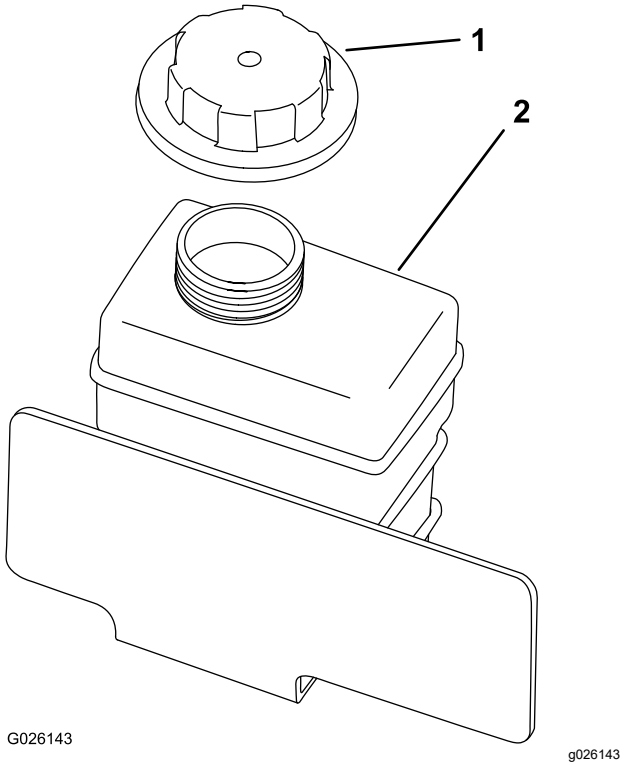

**Figur 55**
8. Fyll långsamt reservtanken för kylvätska tills nivån når påfyllningsrörets nedersta del (Figur 55).
9. Sätt tillbaka locket på reservtanken (Figur 55).